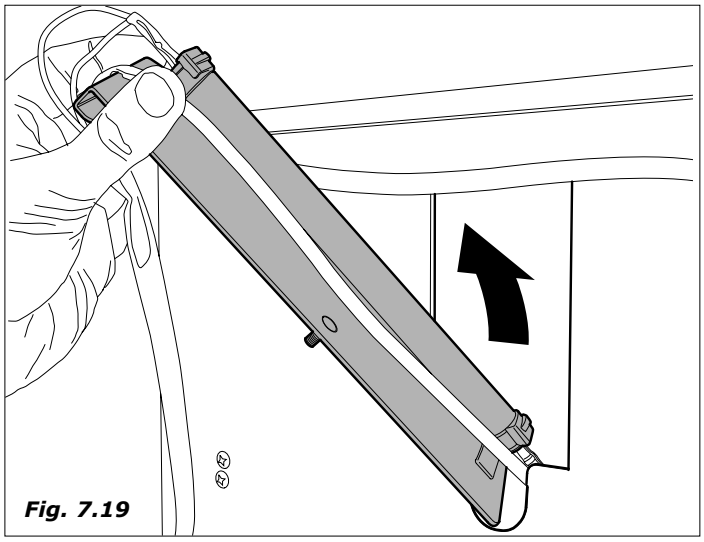

Fig. 7.19
- A remoção do porta-lâmpada deve ser efeituada muito delicadamente, rodando levemente o suporte e tomando cuidado aos terminais da lâmpada *(Fig. 7.19)*